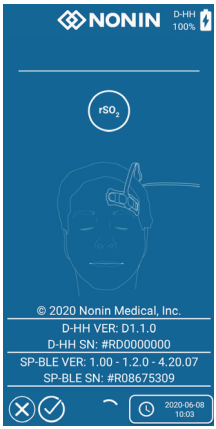

***Figure 20.*** *Écran de démarrage - Sélection de l’icône de confirmation de suppression de fichier*
2. Appuyez sur l’icône de suppression de fichier **une fois** pour que les boutons Supprimer et Transfert de fichier soient remplacés par les icônes « coche » et « X » affichées sur la **figure 20**.